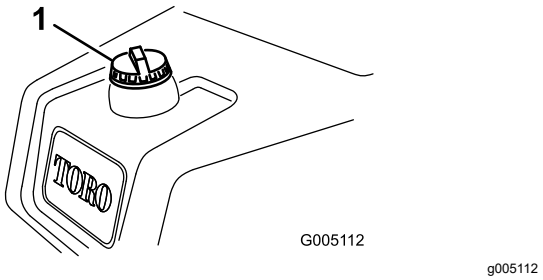

Figur 21
1. Rengør området omkring brændstofdækslet og afmonter det (Figur 21).